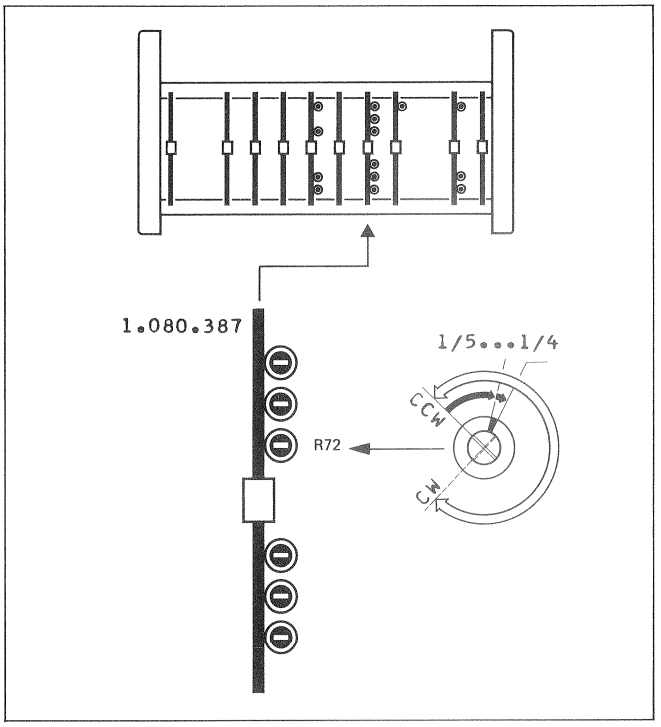

Fig.4.8
- R72 (CUT) fuer EDIT-"Rueckwaerts": Auf 1/5...1/4 des Einstellbereiches aufdrehen (Uhrzeigersinn CW). -> Fig.4.8